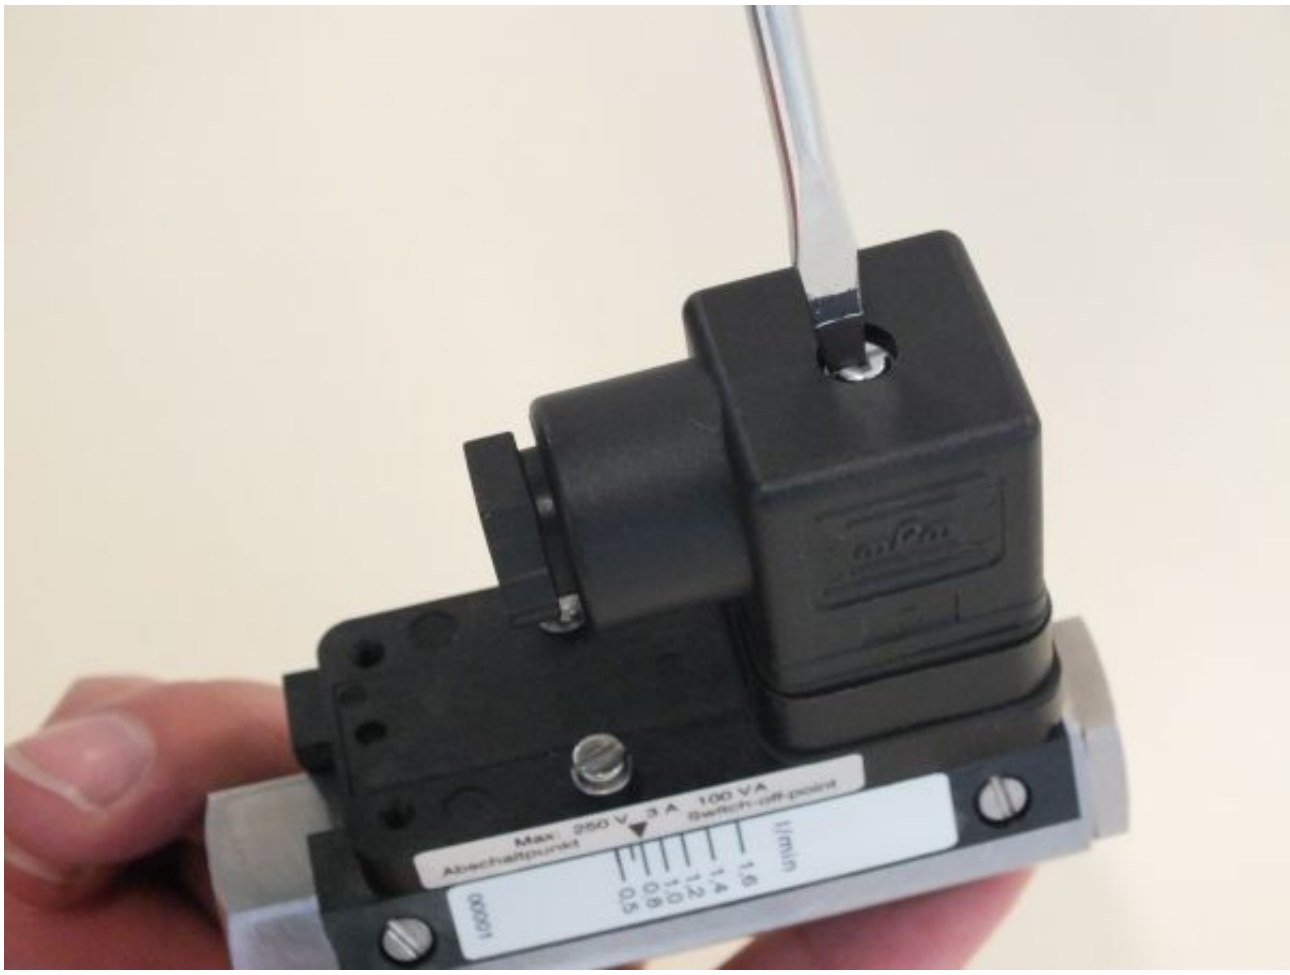

Fig. 59: Loosen female socket
1. Loosen the fixing screw of the female socket (*Fig. 59*) with a flat-bladed screwdriver.